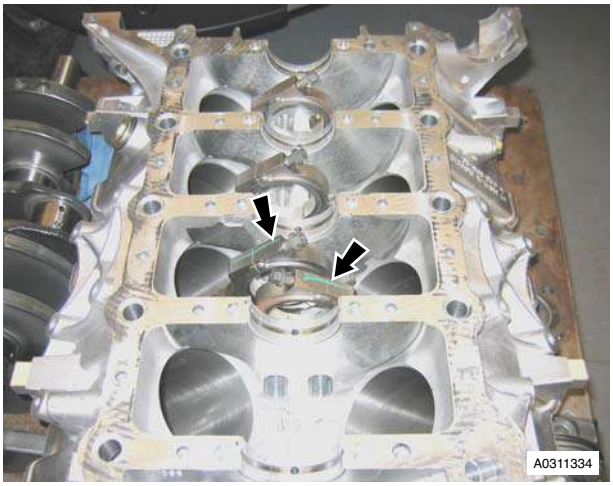

Figure 6
25. Remove main bearing shells (grooved) from cylinder block (see Figure 6).